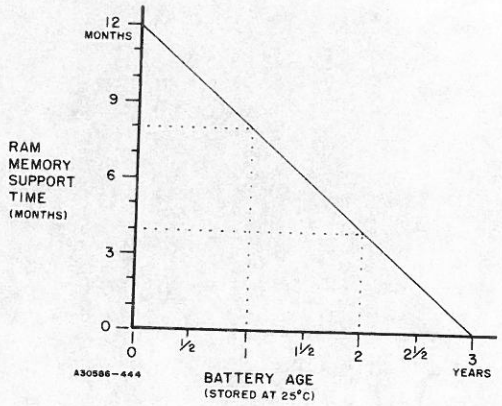

Figure 15
- All AC Power wires should be kept isolated from (1) SY/MAX Power Supply cables, (2) DC signal wiring, and (3) rack to rack communication cables. AC and DC signal wires should NOT be combined in the same wire troughs or bundled together for parallel runs (right angle crossovers should be used for wires crossing each other). This minimizes the chance of coupling electrical noise into the system.
- Battery capability to support SY/MAX Programmable Controller Systems decreases with battery age even in no load situations. See Figure 15 for battery derating curve.